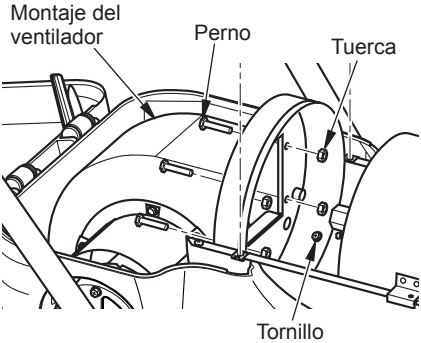

Figura 17 - Procedimiento para retirar el montaje del ventilador
2. Desconecte los cables. Retire los 2 tornillos que sujetan el ventilador a la cubierta inferior (consulte la figura 17). Levante con cuidado el montaje del ventilador.
3. Retire los 4 pernos y tuercas que sujetan el montaje del ventilador (consulte la figura 17).